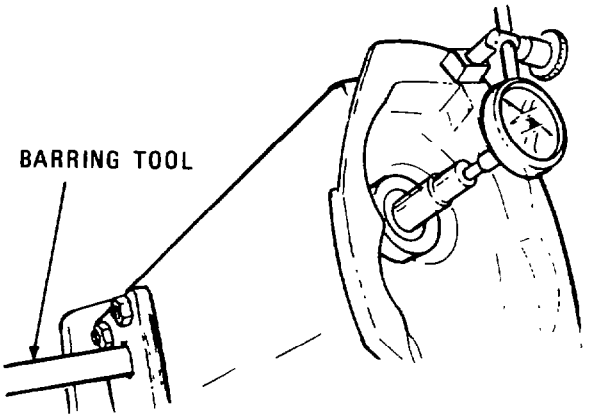

Fig. 109 — Checking Camshaft End Play
2 Install the dial indicator and barring tool onto the pump housing (item 1) as shown in fig. 109.